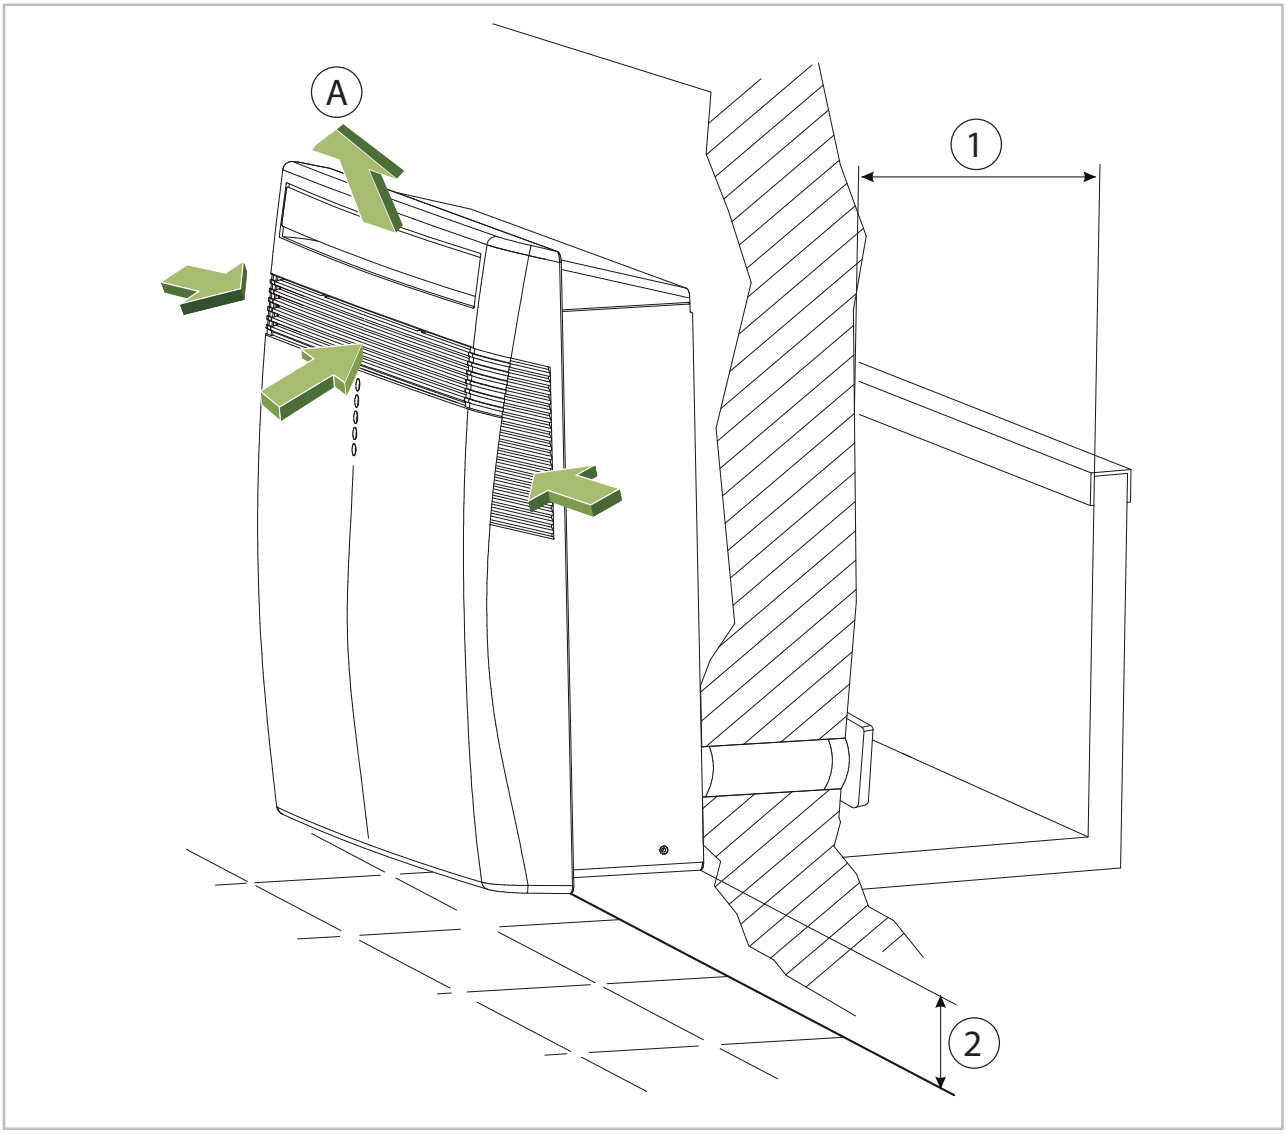

Abb. 9: Montage an einer Wand
- Installieren Sie das Gerät mit mindestens 10 cm Abstand zum Boden. Die Maximalhöhe sollte 100 cm nicht überschreiten (siehe Abb. 9)